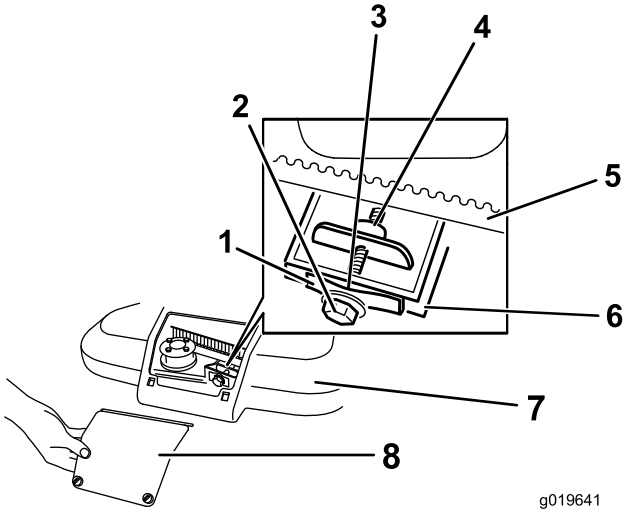

Rysunek 34
1. Poluzuj 2 wkręty na panelu dostępu do pokrywy paska i usuń panel (Rysunek 34).
Informacja: Jeśli między szczelinomierzem a sprężyną występuje widoczna szczelina, dokręć śrubę regulującą i nakrętkę tak, aby wsuwanie i wysuwanie szczelinomierza do i ze szczeliny było ledwie możliwe (Rysunek 34).